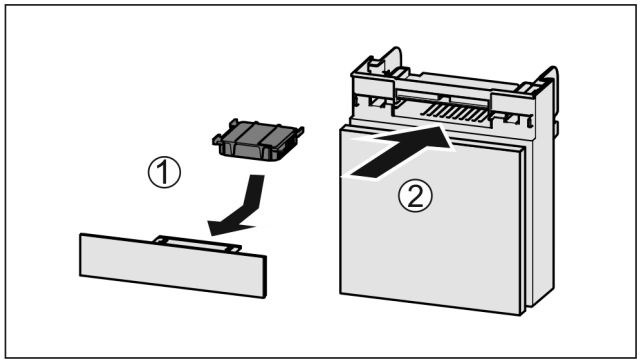

*Fig. 180*
▶ Actiefkoolfilter overeenkomstig afbeelding aanbrengen *Fig. 180 (1)*.
▶ Lade erin schuiven *Fig. 180 (2)*.